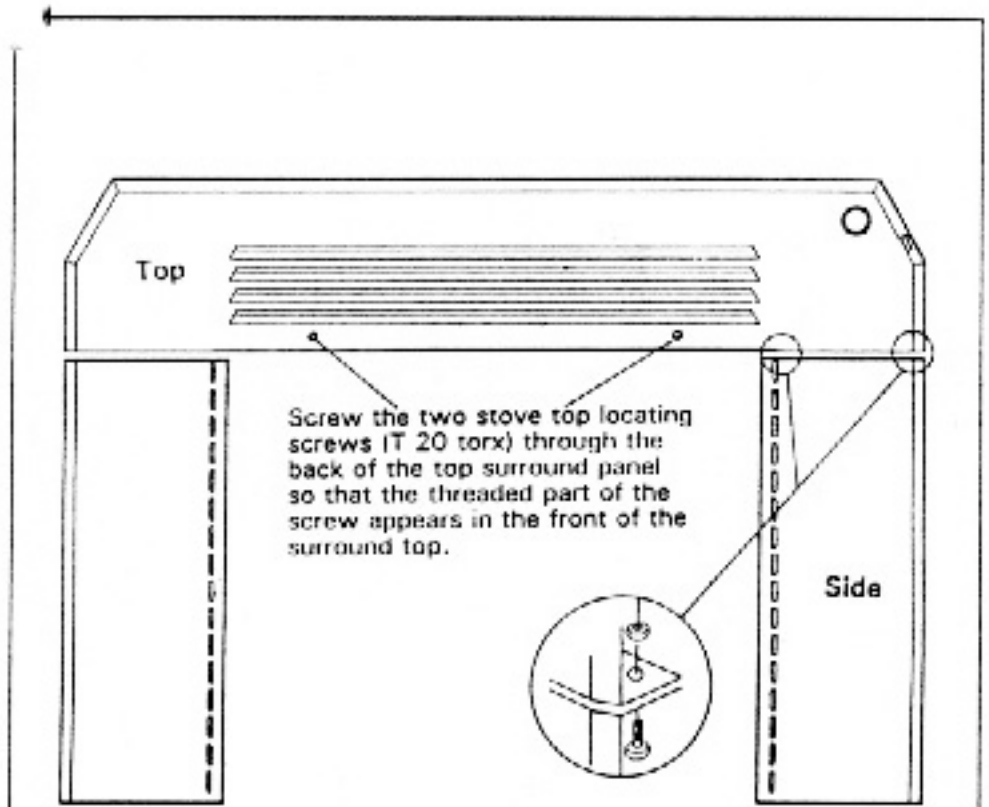

Figure 3
7. Assemble the surround panel set following the instruction sheet provided. (See figure 3).